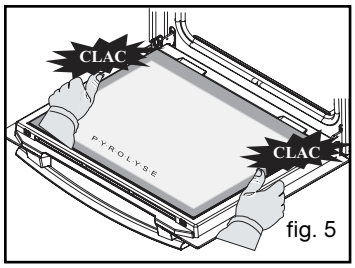

fig. 5
- Klips på plass det siste glasset slik at ordet "P.Y.R.O.L.Y.S.E" står mot deg (fig. 5).